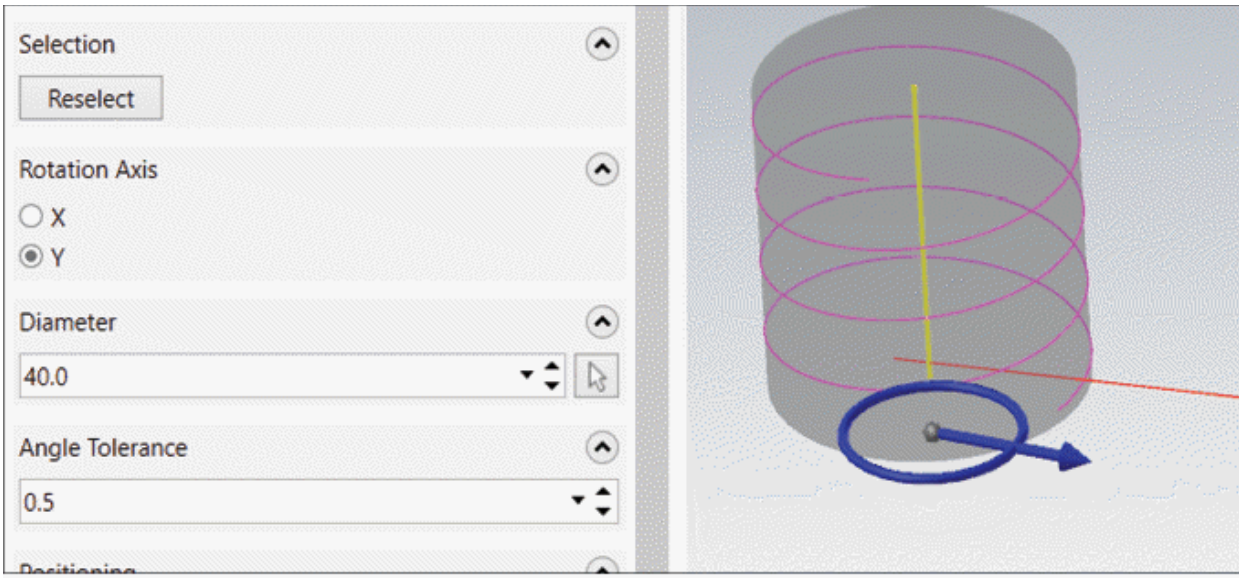

Figure-11. Preview of rolled chain
- Select desired curve and click on the **OK** button from the **Wireframe Chaining** selection box. Preview of rolled wireframe chain will be displayed; refer to Figure-11.